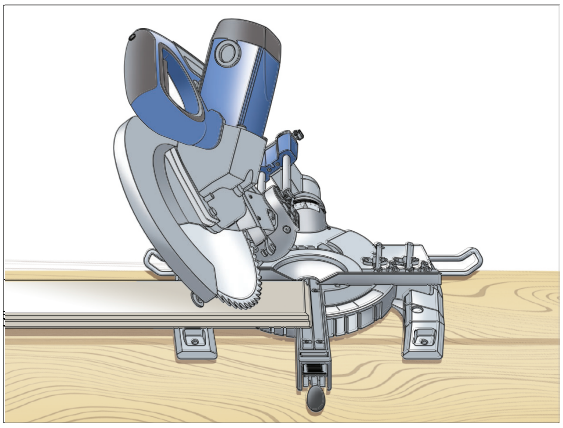

Figure 7g. Outside corner left-hand miter cut: Feed board face down with top edge away from fence. See below for cutting other orientations.
• Feed from the left. Place the board face down with top edge away from saw fence (Figure 7g).